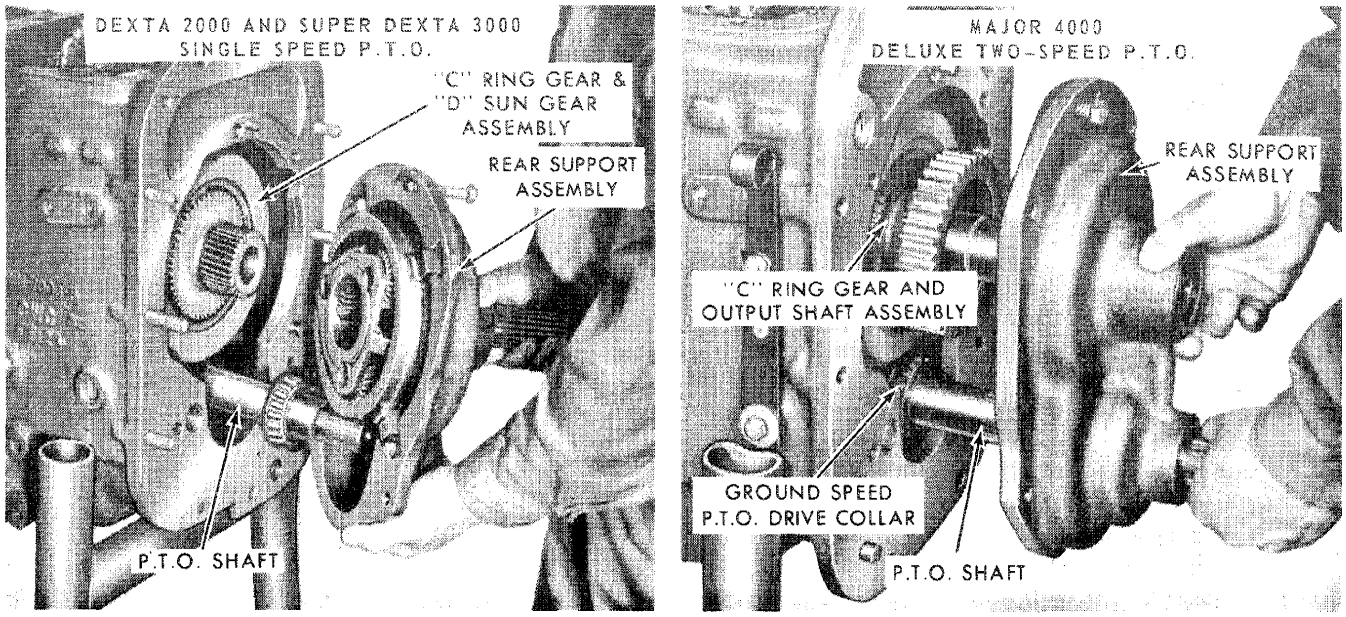

Figure 45
3. Separate the rear support from the transmission case by using the two jack screws. Remove the rear support with the P.T.O. shaft as shown in Figure 45.
NOTE: ***In the case of the single speed P.T.O. models, the P.T.O. shaft remains in the transmission. See Figure 45.***
5. Remove the ground speed P.T.O. drive collar, shown in Figure 45, from the shifter fork.